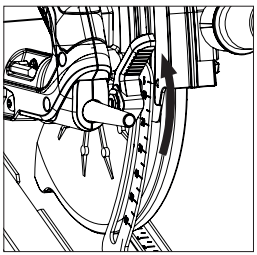

Rys. 10
- Należy poluzować mechanizm blokady ustawienia głębokości poprzez uniesienie dźwigni. **(Rys. 10)**